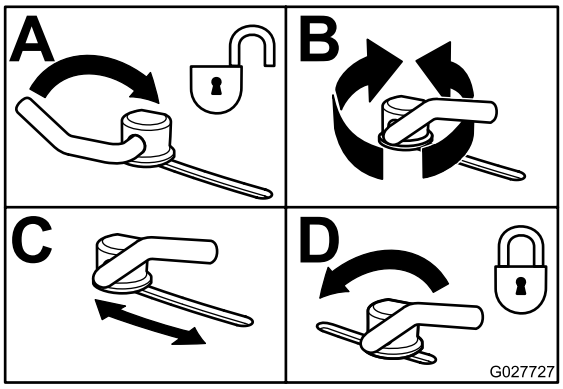

**Figur 23**
3. Sving spaken opp for å løsne kamlåsen for å justere kamlokkene (Figur 23).
5. Sving spaken tilbake over for å stramme til skjermen og kamlåsene (Figur 23).